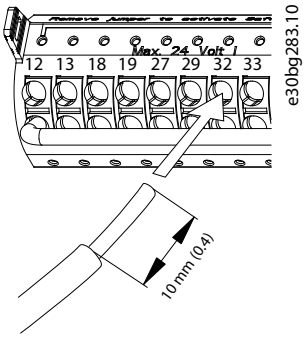

Ilustración 5.37 Conexión de los cables de control rígidos
- Si el cable es rígido, inserte el cable pelado en el contacto. Consulte la *Ilustración 5.37*.